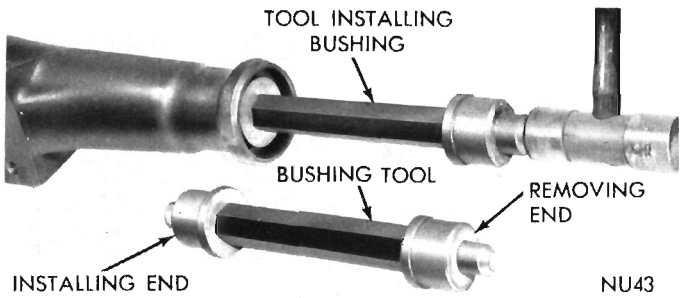

Fig. 16—Replacing Bushing In Extension Housing
(2) Drive the bushing out of housing (Fig. 16) with Tool C-3996 or C-3974.
(3) Slide a new bushing on installing end of Tool C-3996 or C-3974. Align oil hole in bushing with oil slot in housing, then drive bushing into place (Fig. 16).